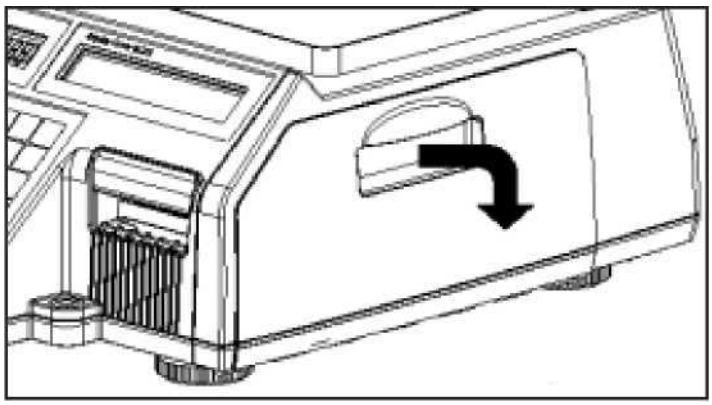

Рисунок 1.18 – Открытие крышки
1. Отключите питание весов тумблером **ON/OFF**, расположенным на днище весов. Откройте крышку отсека принтера (см. рисунок 1.18). Справа приведены иллюстрации для модификации CL5000-D.